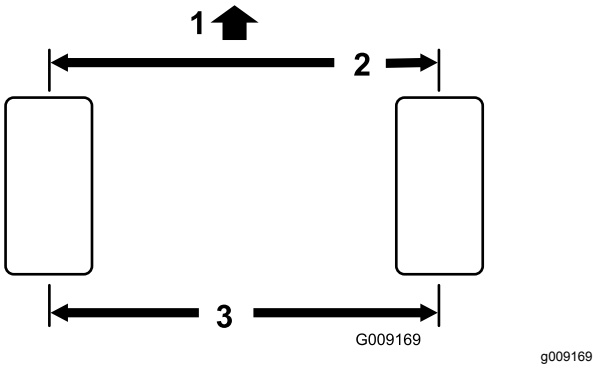

Figuur 70
1. Meet de afstand hart-op-hart van het toespoor (ter hoogte van de assen) aan de voorzijde en de achterzijde van de stuurwielen. De afstand aan de voorzijde moet 3 mm korter zijn dan de gemeten afstand aan de achterzijde (Figuur 70).